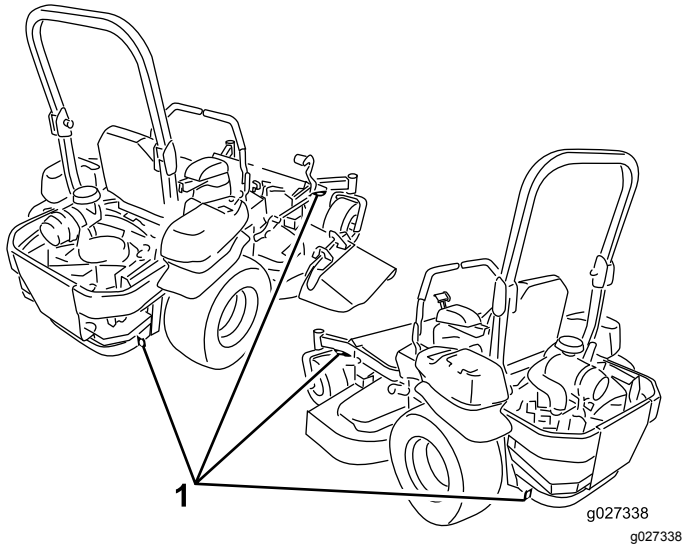

**Figuur 46**
6. Zet de machine vast bij de voorste zwenkwielen en de achterbumper; gebruik hierbij spanbanden, kettingen, kabels of touwen (Figuur 46). Raadpleeg de lokale vereisten inzake de bevestiging van machines.